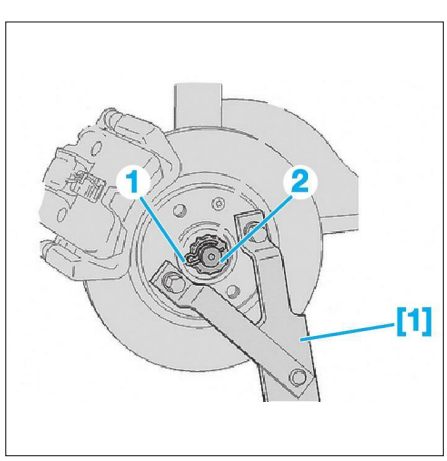

**Fig. 2**
- Mettre en place l'outil [1] **(Fig.2)**.
- la goupille (1)
- la cage frein (2)